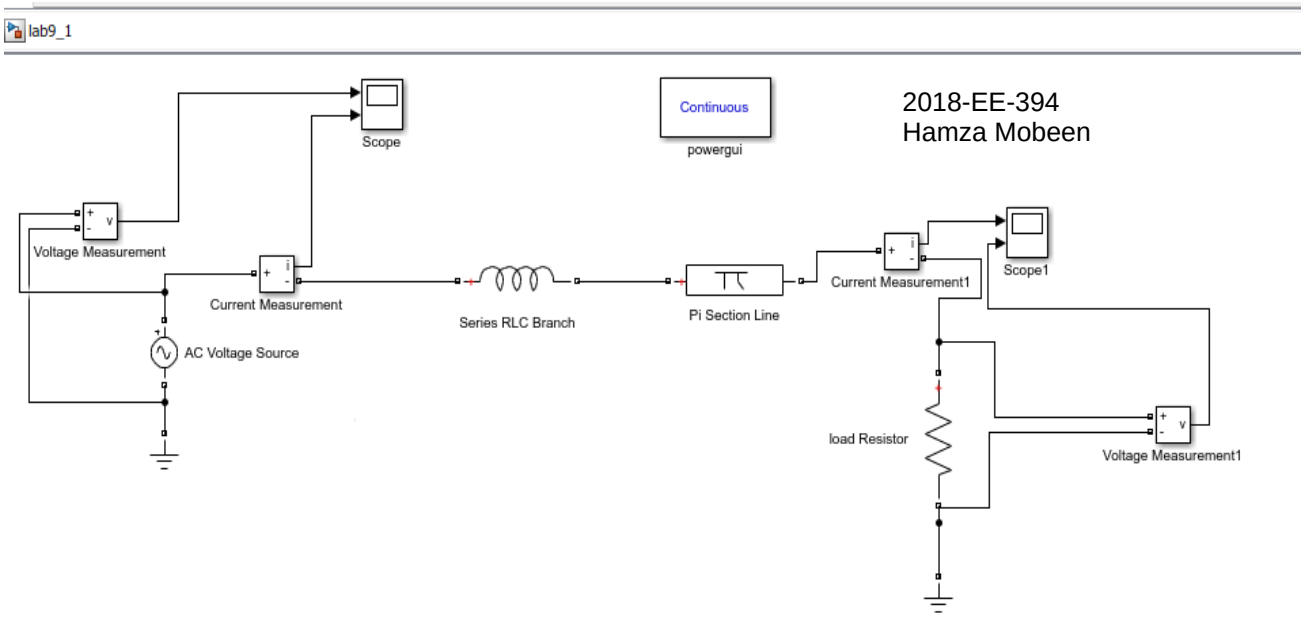

**Figure 9.1 Simulink of transmission line without series capacitor**
**Figure 9.1 scope of input current and voltage of transmission line**